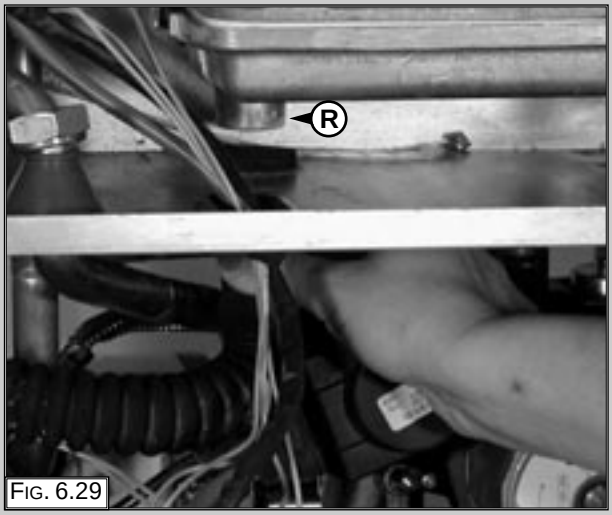

Fig. 6.29
1. Open the clamp and remove the condensate trap connection pipe “R” (Fig. 6.29);
1. Open the clamp and remove the condensate trap connection pipe (Fig. 6.29+6.32);